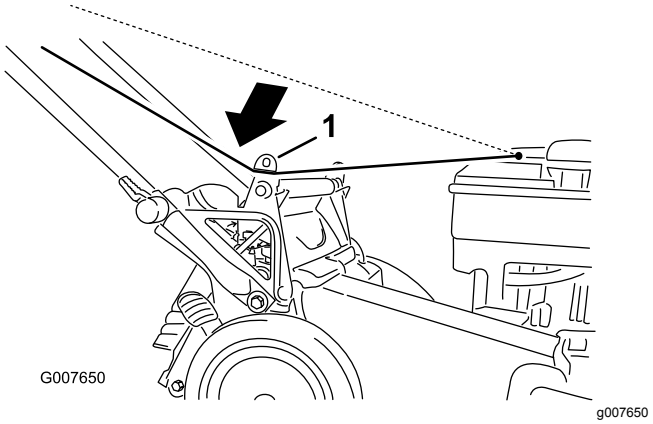

**Rysunek 25**
1. Poprowadź linkę rozrusznika wokół dolnej prowadnicy linki (Rysunek 25).